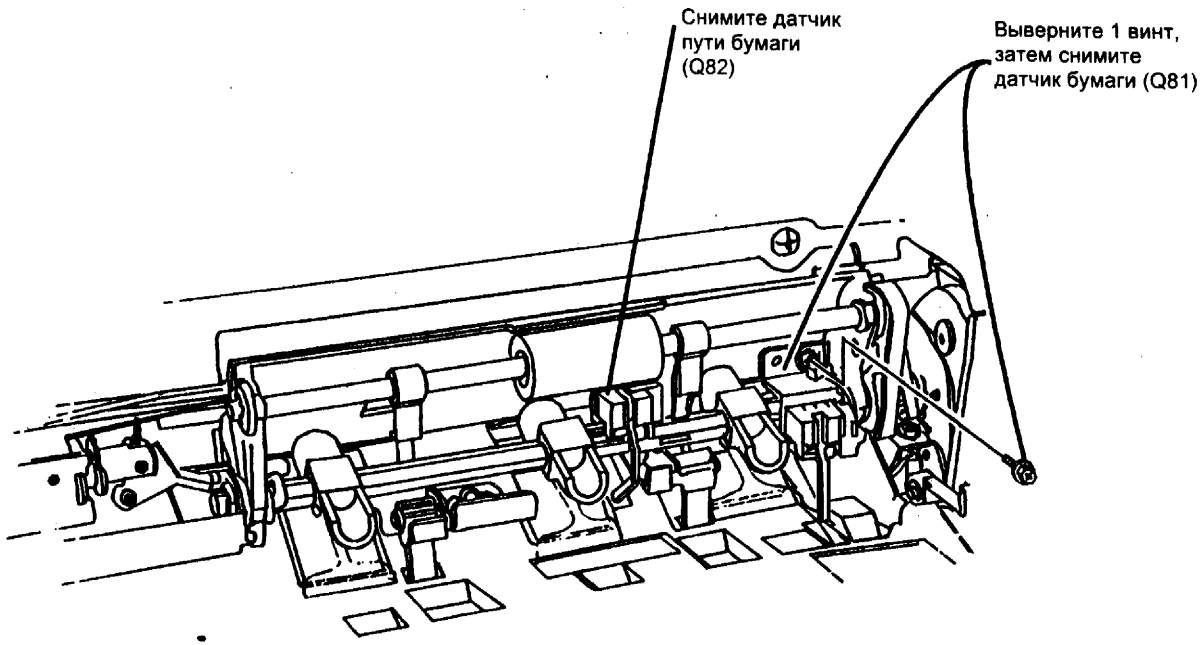

Рис. 4 Снятие датчиков бумаги
7. (Рис.4) Снимите соответствующий датчик.